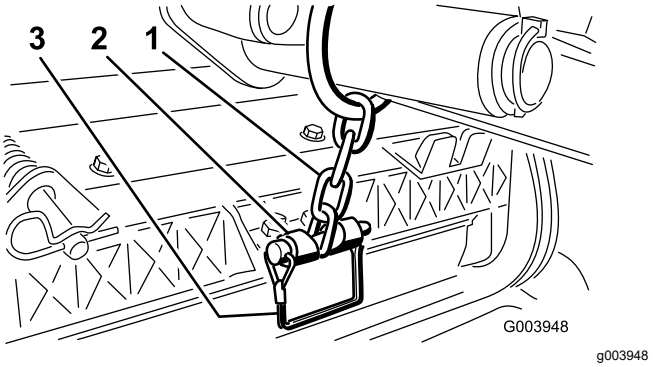

**Figur 12**
3. Fäst lyftarmens kedja på kedjefästet med låsstiftet (Figur 12).